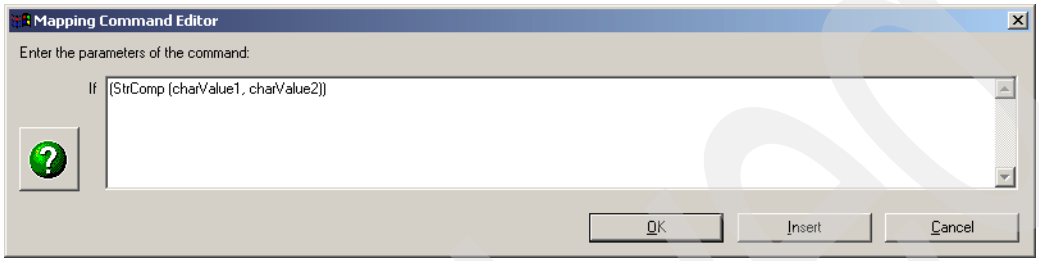

Figure 15-42 Mapping Command Editor with expression value
4. Select the expression value in the Mapping Command Editor, right-click and chose **Functions** → **StrComp**. The Mapping command editor should appear as shown in Figure 15-42.